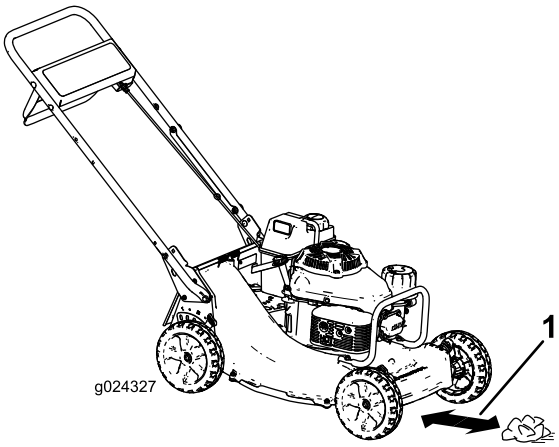

**Rysunek 15**
4. Umieść kulkę zrobioną z gazety około 13 cm przed maszyną (Rysunek 15).